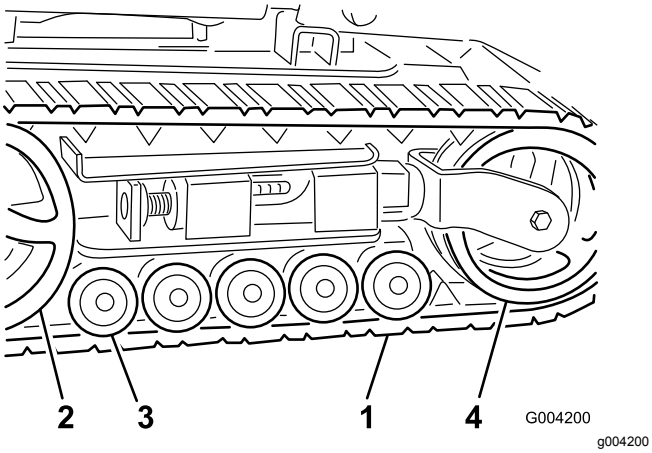

**Figure 43**
***Important:*** **Ensure that you fully clean the road wheels, the tension wheel, and the drive sprocket (Figure 43). The road wheels should rotate freely when clean.**